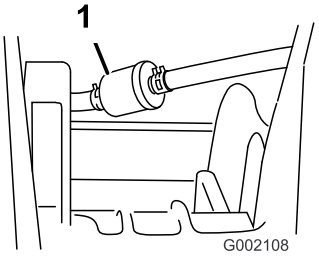

Figur 40
5. Fjern klemmene som fester drivstoffilteret til drivstoffslangene (Figur 40).